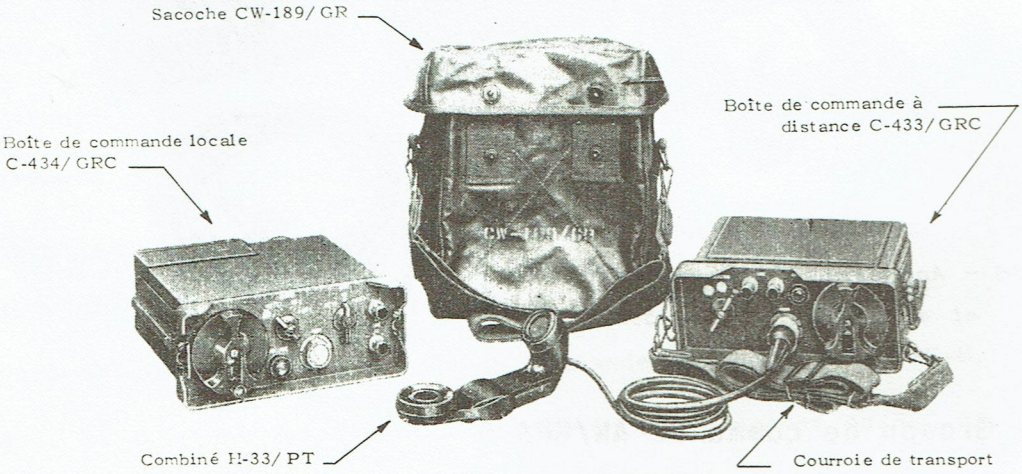

Fig. 37 - Groupe de commande AN/GRA-6.
a) Le groupe de commande AN/GRA-6 (figure 37) peut être utilisé pour commander un poste radio jusqu'à une distance de 8 km. Il permet également la liaison téléphonique (y compris l'appel) entre les stations locales et éloignées. Le groupe de commande AN/GRA-6 se compose